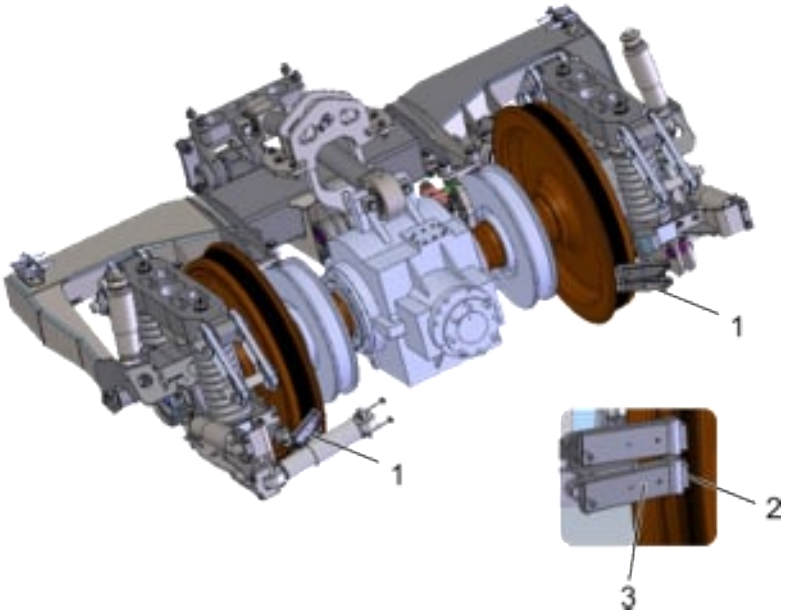

Fig. 12: Impianto di lubrificazione del bordino
Si utilizza un sistema a lubrificante solido con bacchette lubrificanti, cfr. Fig. 12 (2). Su ogni ruota sono montati due supporti delle bacchette (3).